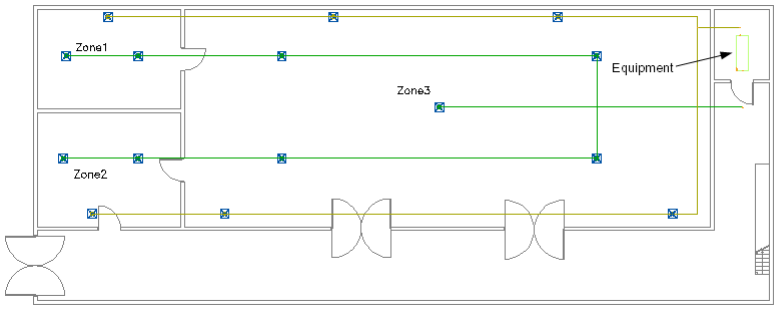

Figure 4-28 *The drawing after adding equipment*
5. Enter the angle value as **0**; the equipment is placed at the specified location, refer to Figure 4-28.